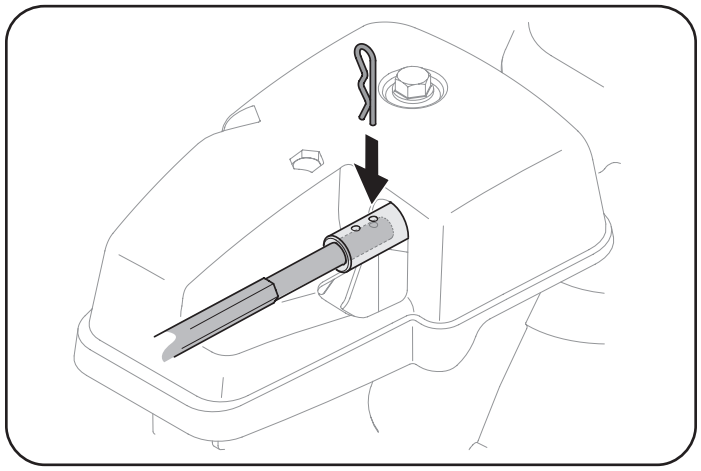

Figura 25
7. Empuje la varilla de control del canal hacia el tablero de control hasta que el orificio de la varilla quede alineado con el de la entrada del control del canal que esté más cerca del cabezal de control del canal, e inserte el sujetador de horquilla (a) que extrajo en el Paso 1. Consulte Figura 25.